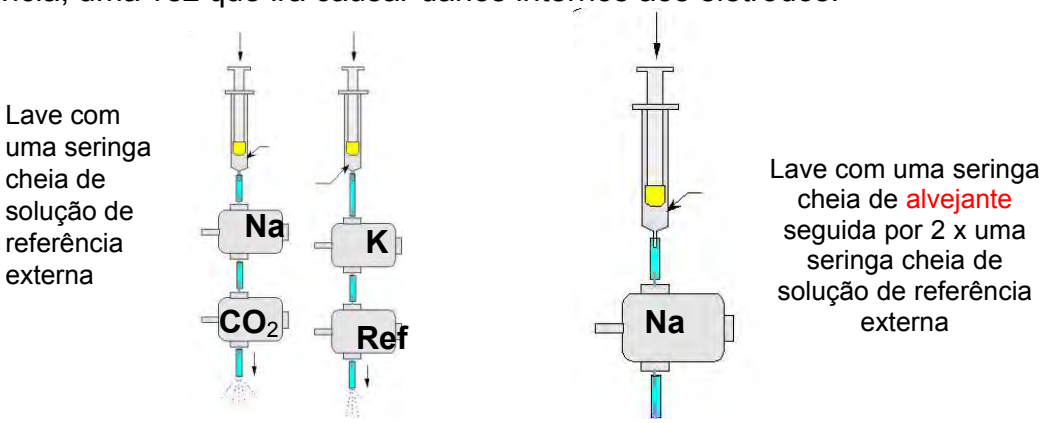

Figura 9-23b **Figura 9-23c**
1) Insira cuidadosamente a ponta da seringa de 5ml - 10 ml, cheia de solução apropriada no conector superior do conjunto de eléctrodo como mostrado. Refere-se a **Figura 9-23b** e **Figura 9-23c** para soluções de limpeza apropriadas.